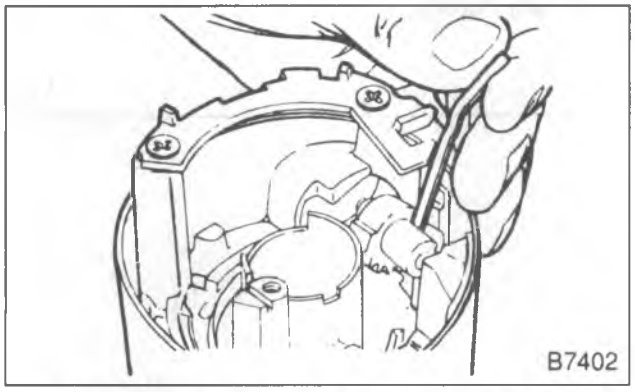
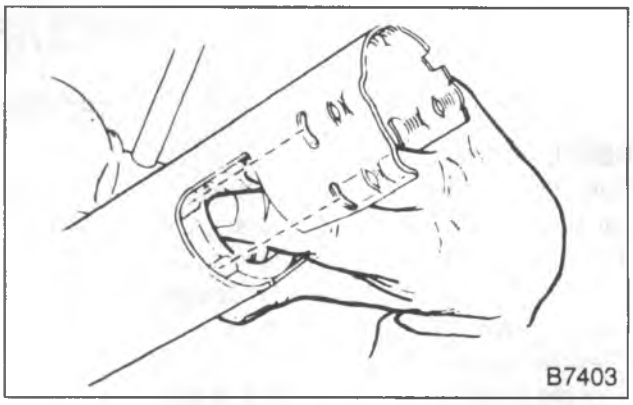

Figure 23 – Rack Preload Spring Installation
Figure 24 – Gearshift Housing Lower Bearing Installation
3. Rack preload spring (48) into the housing from the bottom side. The long section should be toward the handwheel and hook onto the edge of the housing (figure 23).
4. Locking bolt (47) onto the crossover arm on the rack (49) and insert the rack and lock bolt assembly into the housing from the bottom with the teeth up (toward steering wheel) and toward the centerline of the column.
5. Retainer (45) and bushing (43).
- Align the indentations in the bearing with the projections on the jacket (figure 24). If the bearing is not installed correctly, it will not rest on the stops provided.
7. Shift lever spring (56) into the gear shift lever (or lock tube) housing.
8. Housing (57) and shroud (59) assemblies onto the upper end of the mast jacket.
- Seat the turn signal housing and install the four screws (35).